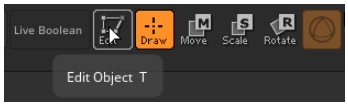

Figure 3-73 *The **Edit** button chosen from the top shelf*
4. Choose the **Edit** button from the top shelf, as shown in Figure 3-73.